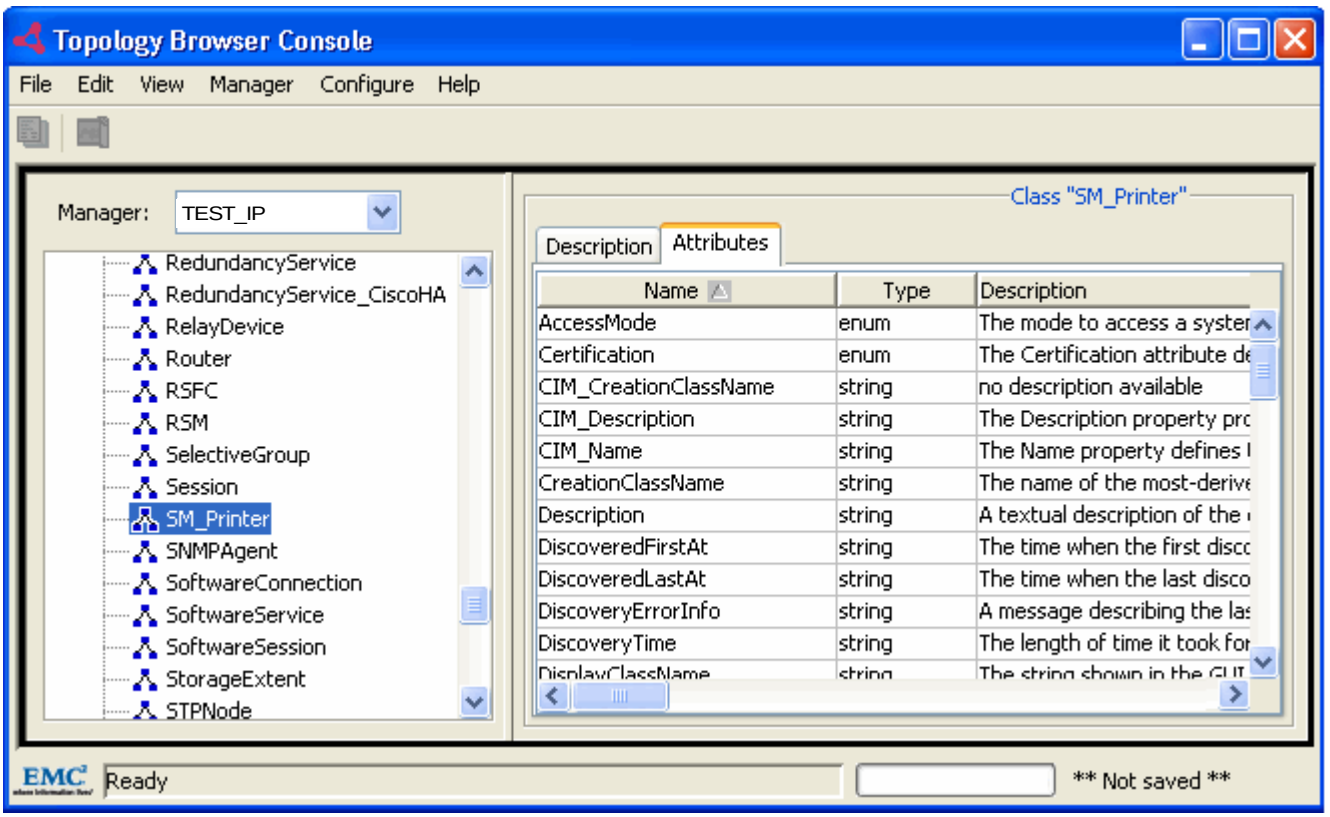

Figure 2 SM_Printer class in topology of TEST_IP
4. In the Topology Browser Console, verify that the SM_Printer class has been added, as shown in Figure 2 on page 33.